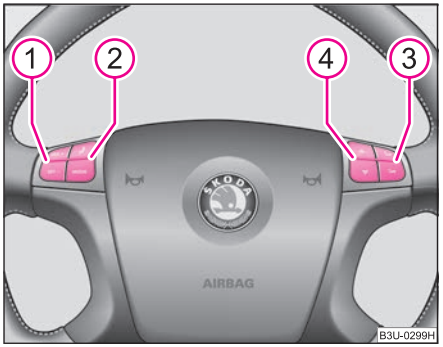

Fig. 128 Multifunction steering wheel: control buttons
– You can operate the mobile phone with buttons (2), (3) and (4) ⇒ fig. 128.
– You can switch over from the radio mode to the phone mode (or back again) by pressing the button (2) in the position **MODE**.
– You can accept or end a telephone call or select from the phonebook by briefly pressing the button (2) in the position.
– You can refuse a telephone call by pressing the button (2) in the position for more than 2 seconds.
– You can make the volume of the telephone call louder or softer by pressing the button (3) in the position ⁺⊿ or ⁻⊿
– You call scroll through the telephone memory for names by briefly pressing the button (4) in the position △ or ▽.
– You can scroll alphabetically upward (A to Z) or downward (Z to A) within the telephone memory by pressing for some considerable time the button (4) in the position △ and ▽.
If you switch over with the button **MODE** on the multifunction steering wheel ⇒ fig. 128 to phone mode and the mobile phone is not in the adapter, **INSERT PHONE** appears in the display. After inserting the mobile phone, **PHONE IN** appears on the display.
You can scroll through the individual menus by pressing the button (4) in the position △ or ▽ ⇒ fig. 128.